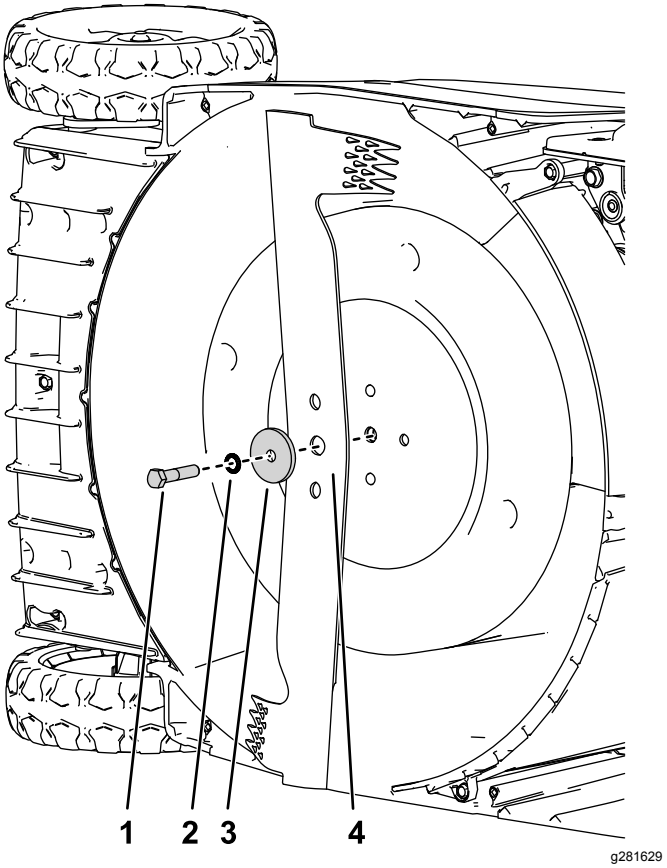

Figur 25
5. Sätt fast den nya kniven och alla monteringsdelar (Figur 25).